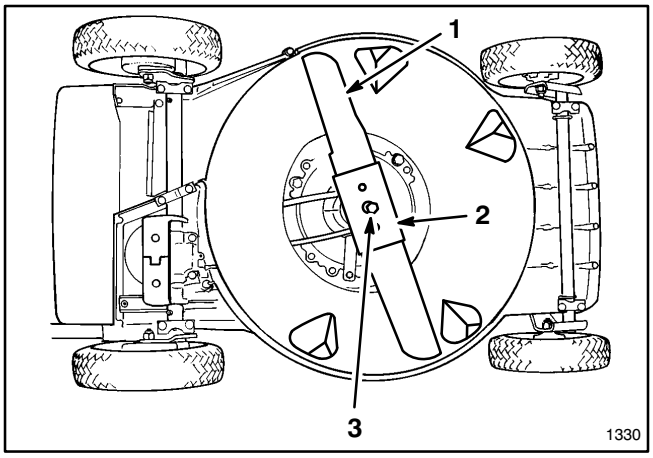

Figure 23
3. Tip mower on its left side (Fig. 23). Avoid rotating blade as starting problems may result.
5. REMOVING BLADE—Grasp end of blade using a rag or thickly padded glove. Remove blade bolt, lock washer, blade and blade stiffener (Fig. 23).